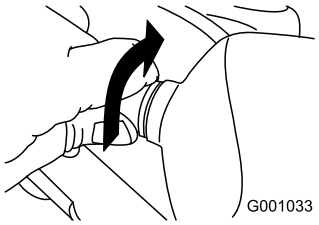

Figur 54
2. Drej pærens sokkel mod uret, indtil den ikke kan drejes mere (Figur 54).